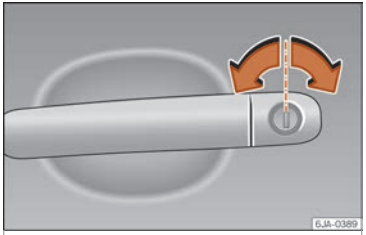

Fig. 4 Driver-side door handle with lock cylinder.
- Insert the key shaft into the lock cylinder to unlock or lock the vehicle ››› Fig. 4.